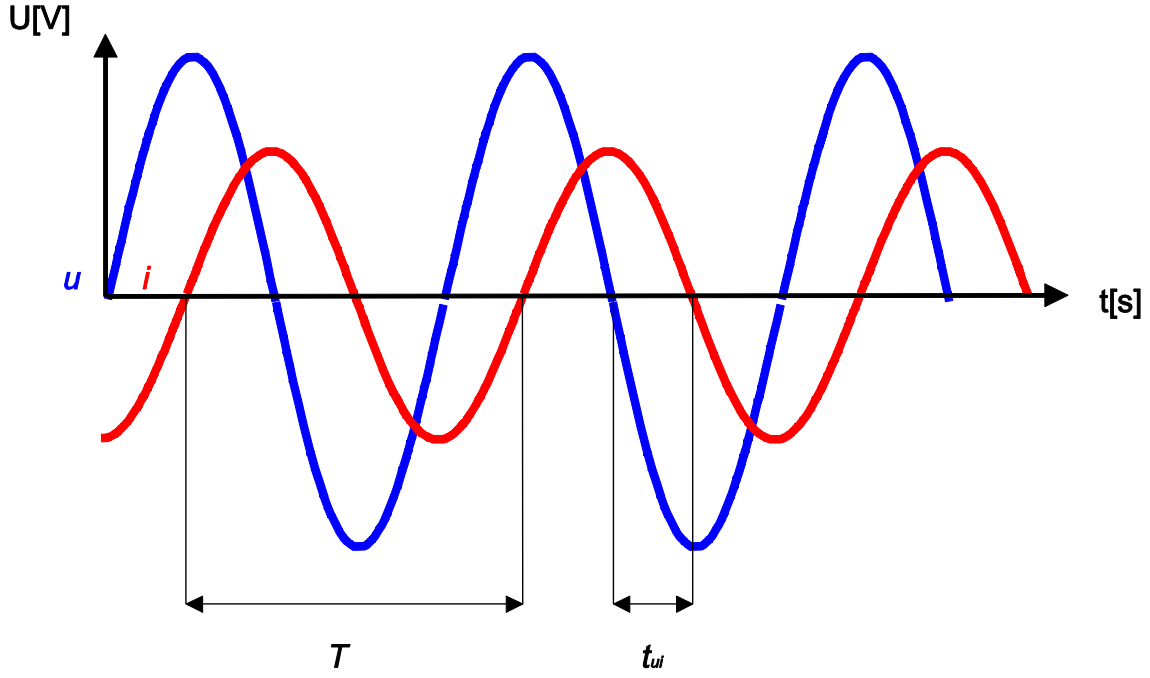

Abbildung 15: Phasenverschiebung zwischen Spannung und Strom
Wir können diese Phasenverschiebung mit dem Oszilloskop bestimmen. Dabei ist aber zu beachten, dass wir nicht den Phasenwinkel φ_{ui} messen, sondern die Zeitdifferenz t_{ui} zwischen Spannung u und Strom i, bzw. u_M. Aus dieser Zeitdifferenz können wir dann den Phasenwinkel berechnen. Die Abbildung 15 zeigt uns ein Oszilloskopbild mit der Zeit t_{ui} zwischen Spannung und Strom sowie der Periode T. Zwischen diesen Zeitgrößen und den Winkeln besteht die Beziehung nach (2) mit der wir aus der Zeitdifferenz den Phasenwinkel berechnen können.